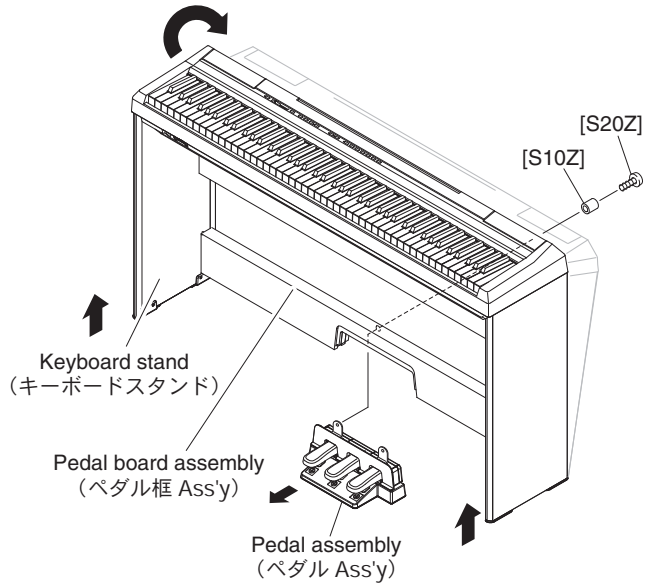

Fig. A-9（図 A-9）
A-11-2 Remove the two (2) screws marked [S20Z] and the two (2) spacers marked [S10Z]. (Fig. A-9)
A-11-3 Tilt the keyboard stand backward to lift the forward bottom portions and remove the pedal assembly. (Fig. A-9)
A-11-2［S20Z］のネジ 2 本、［S10Z］のスペーサー 2 個を外します。（図 A-9）
A-11-3 キーボードスタンドの前脚を浮かすように後側へ傾けて、ペダル Ass'y を外します。（図 A-9）